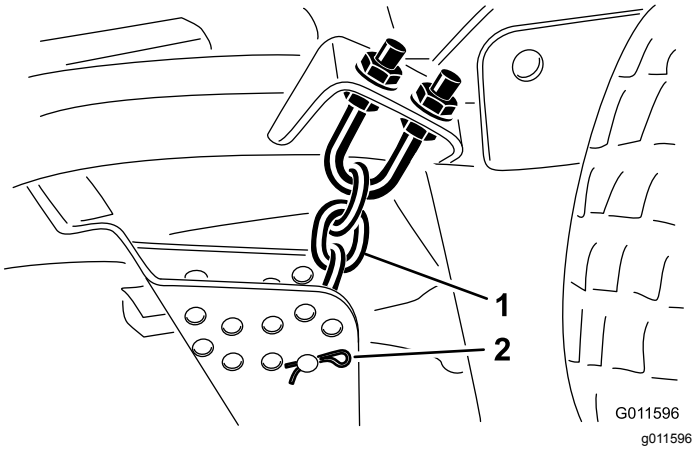

Figur 19
8. Fjern hårnålssplinten og ringstiften som fester klippehøydekjedene til bakre del av klippeenheten (Figur 19).